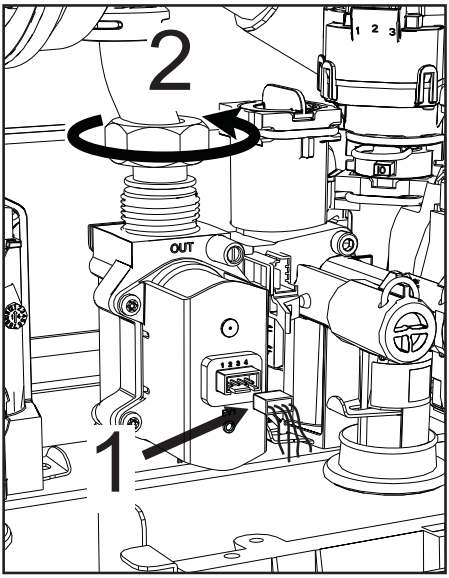

fig. 45
- Scollegare i connettori elettrici **“1”** (fig. 45).
- Scollegare il tubo di alimentazione gas **“2”** (fig. 45)